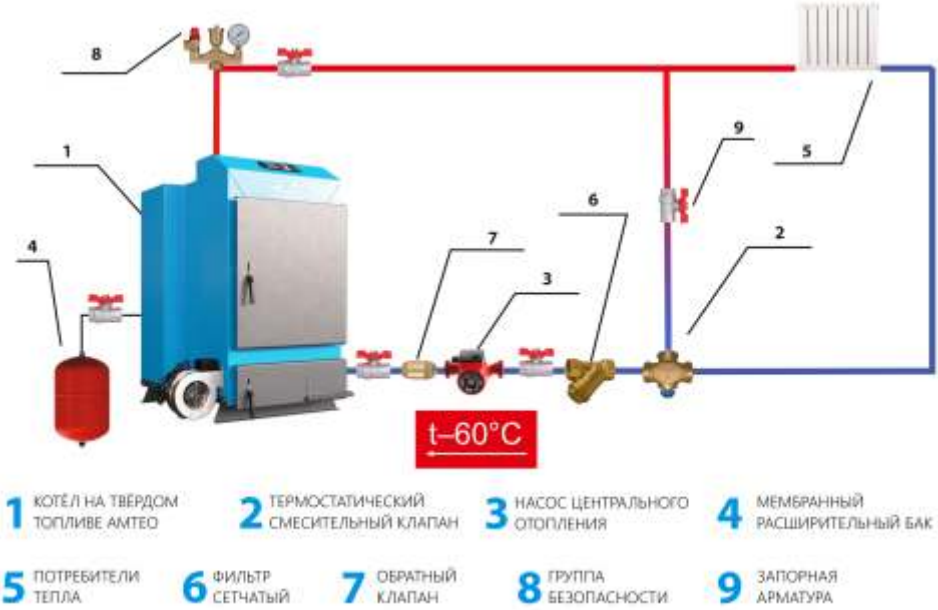

Рисунок 2. Типовая схема обвязки котла с 3-х ходовым клапаном
5.3. Схема установки котла показана на рис. 2,3